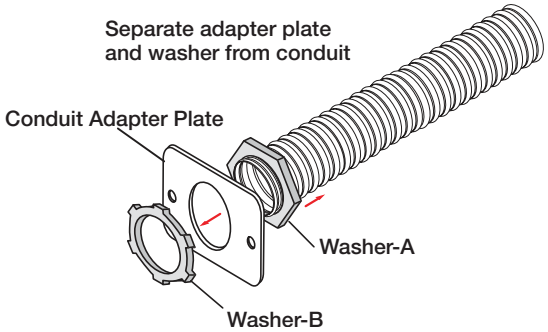

**Figure 9. Removing the Existing Adapter Plate**
6. Remove the washer at the end of the conduit (see Washer-B in figure 9), and remove the conduit adapter plate that ships attached to the conduit.